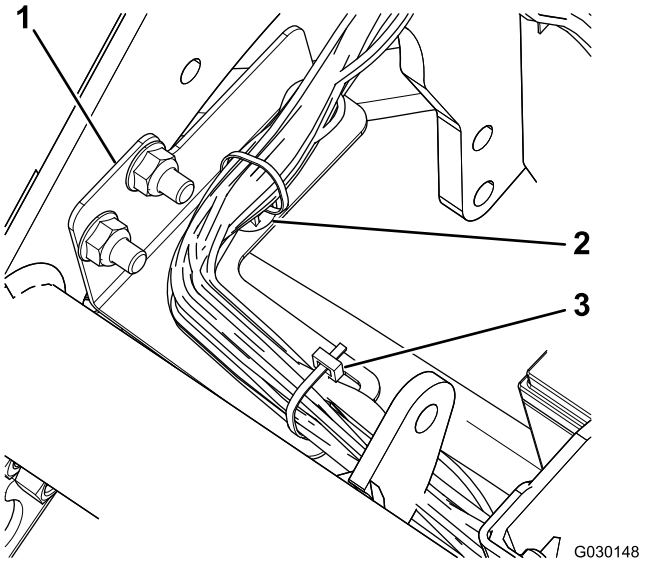

Figure 5
7. Fixez le faisceau à son support à l'aide d'un pince-câble à ancrage et d'un serre-câble (Figure 5).